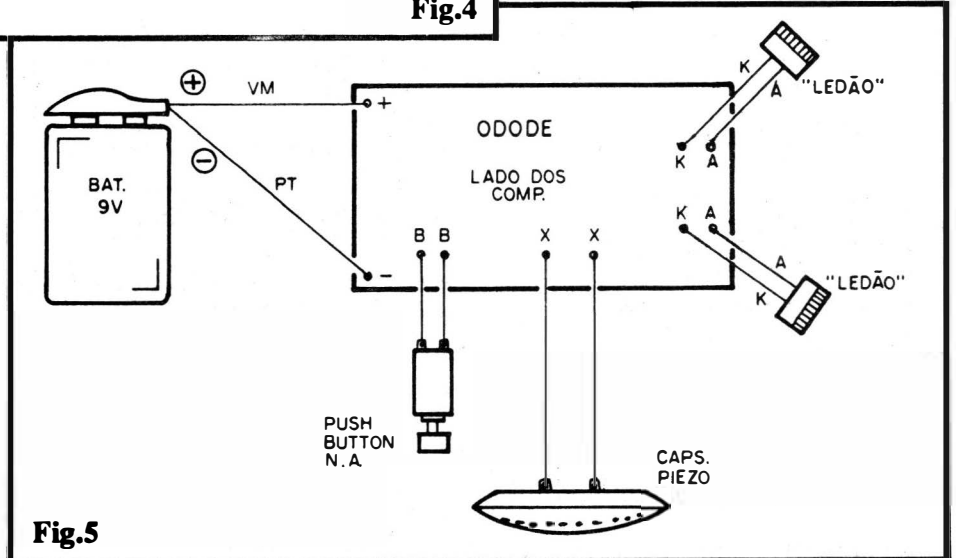

Fig.5
- **FIG. 5** - CONEXÕES EXTERNAS À PLACA - O Impresso, na figura, ainda é visto pela sua face não cobreada, só que agora as peças inseridas diretamente **sobre** a placa foram "invisibilizadas", de modo a "descomplicar" a interpretação... O que interessa, no diagrama, são as conexões periféricas ou externas, também bastante importantes. As ligações do **push-button** e da cápsula piezo não são polarizadas, e assim não requerem cuidados extras... Já quanto aos LEDs e quanto às co-